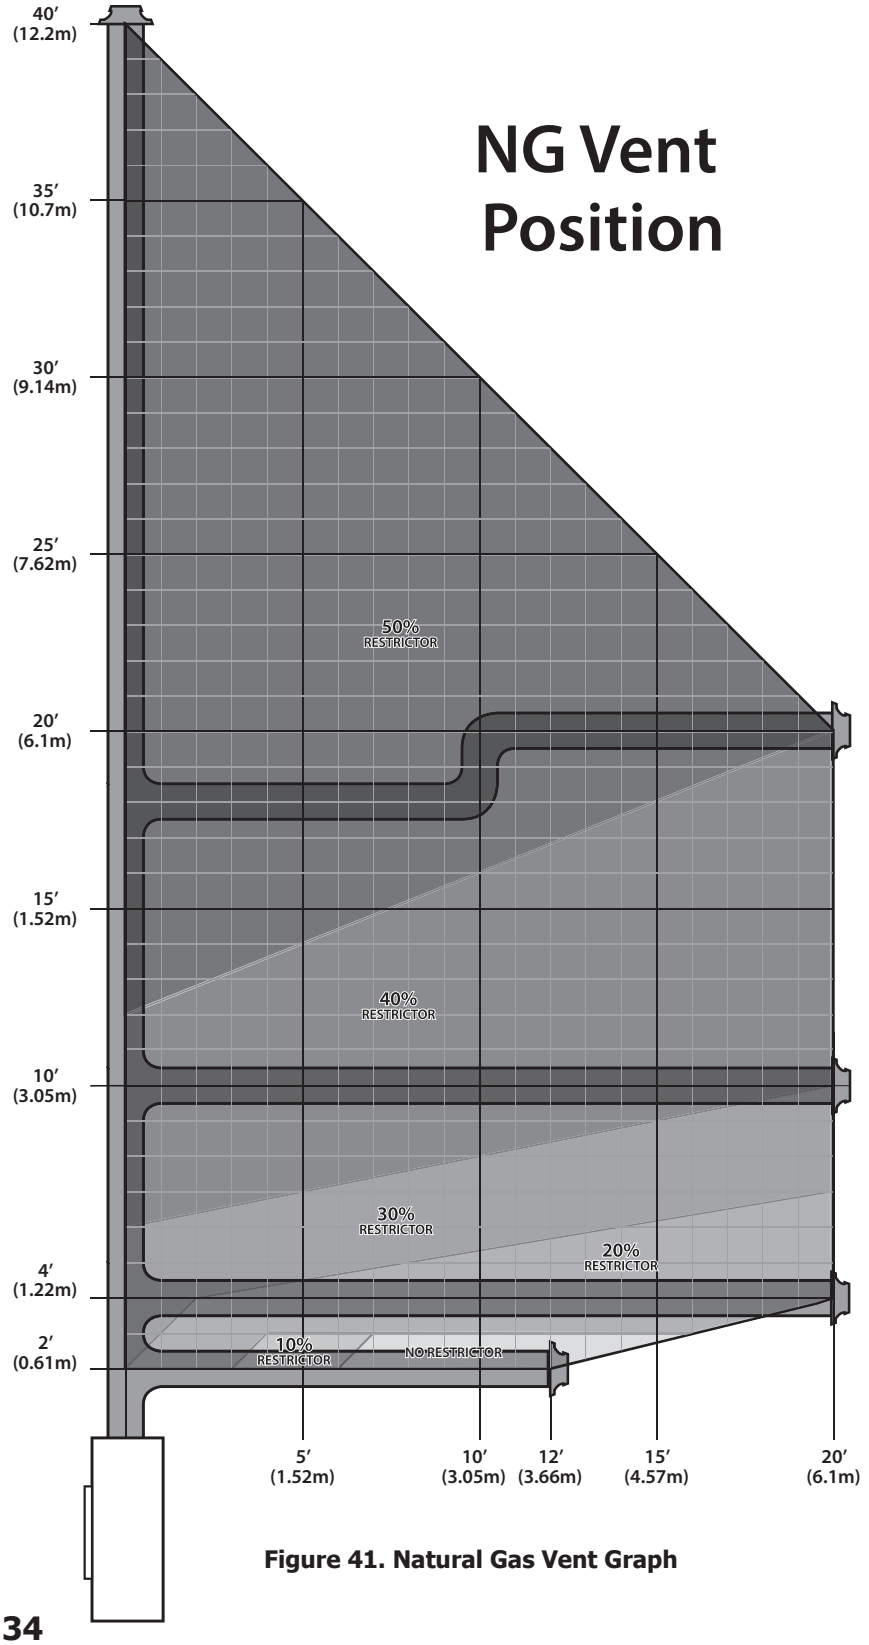

Figure 41. Natural Gas Vent Graph
Figure 41 shows the range of venting options using either vertical or horizontal terminations; any layout that remains within the shaded area is acceptable. Having the fewest number of elbows is ideal as they tend to restrict air movement. The total length of horizontal vent pipe can not exceed 20 feet (6.1m) and the total vent length can not exceed 40ft (12.2m). Any combination of rise and run can be used as long as it lays within the shaded area (a total of three (3) 90˚ elbows or six (6) 45˚ elbows can be used). In addition to what is shown, if a 90˚ elbow is used in the horizontal plane, 3 feet (91.4cm) must be subtracted from the allowable horizontal run (for each 45˚ elbow, 1½ feet (45.7cm) must be subtracted).
When installing the C60I it may be necessary to add a restrictor in the firebox to control the combustion and flame appearance. the exhaust restrictor ring kit is included in the manual bag, to install the exhaust restrictor the safety screen assembly and glass door must be removed, see the Maintenance and Service section [Page 15, 16, and 17]. There are six different restrictor sizes, make sure you install the correct size. See figure 41 & 42 for possible vent configurations and the corresponding restrictor setting. Proper Install is crucial to a efficient fireplace burn and the best possible looking flame.